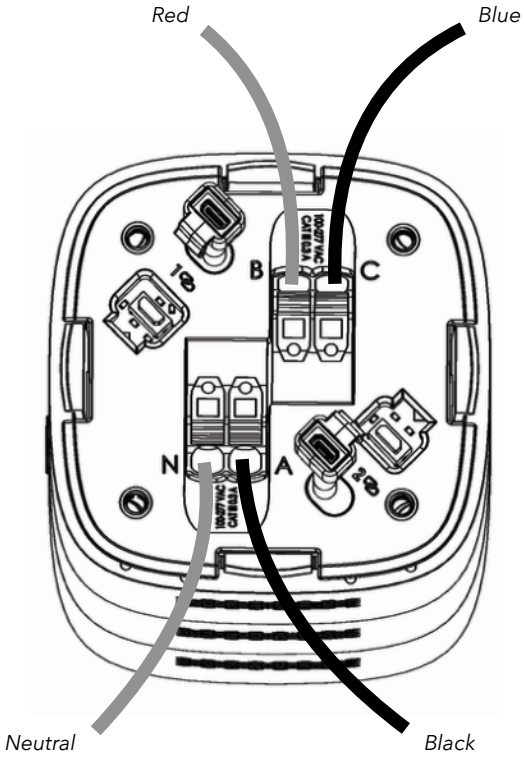

Fig 26
- Three-Phase Panel. *Fig 26.*